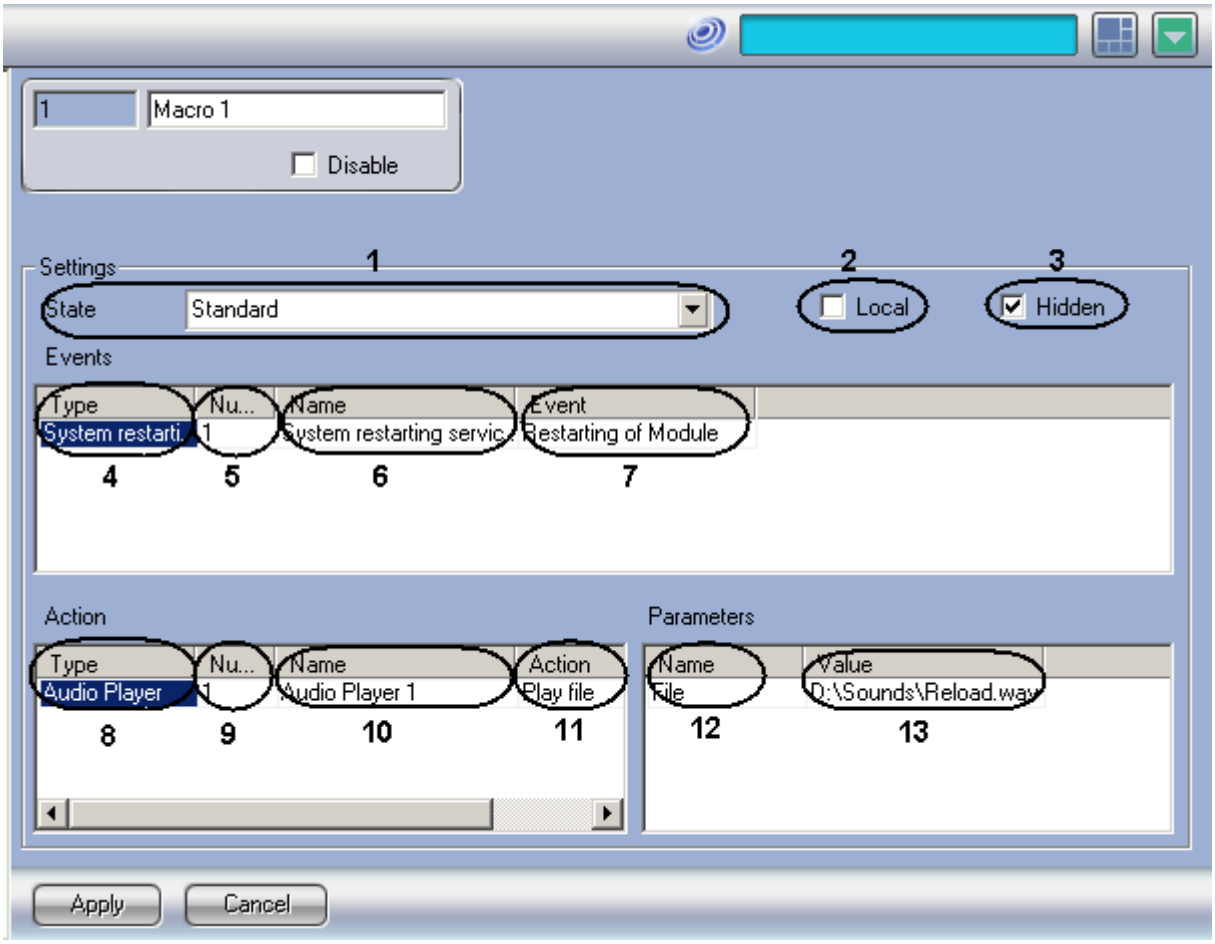

Figure 8.23-3. The Macro object is set up
b. Specify the parameter values (Figure 8.23-3). Table 17 gives the description of the parameters.